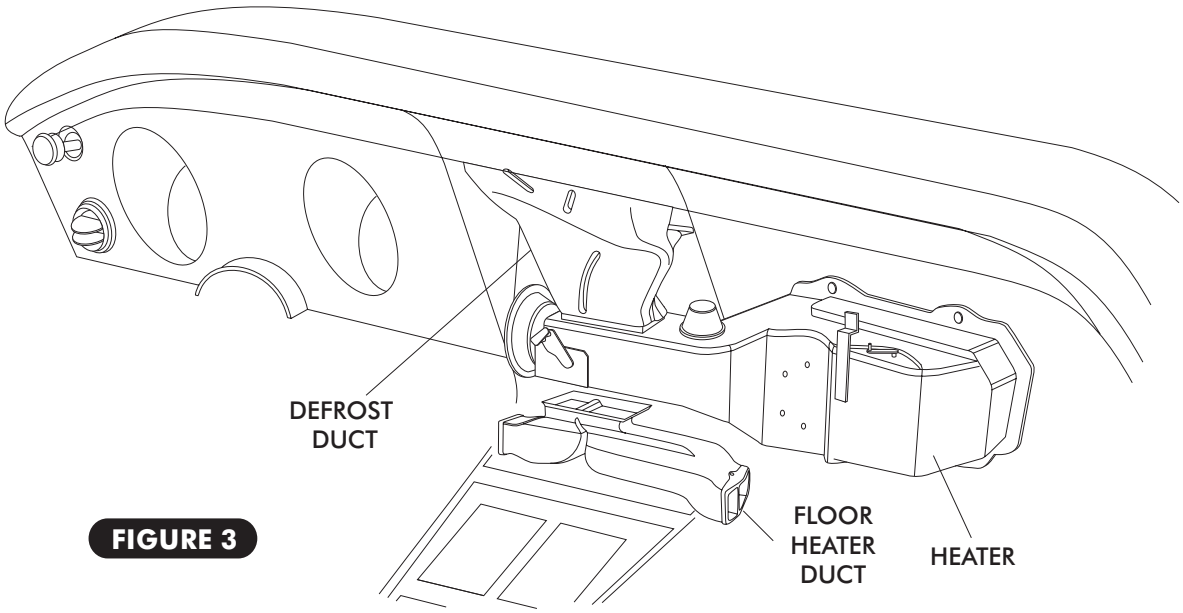

FIGURE 3
- ☐ REMOVE THE DEFROST DUCT (RETAIN), FLOOR HEATER DUCT AS SHOWN IN FIGURE 3 BELOW.